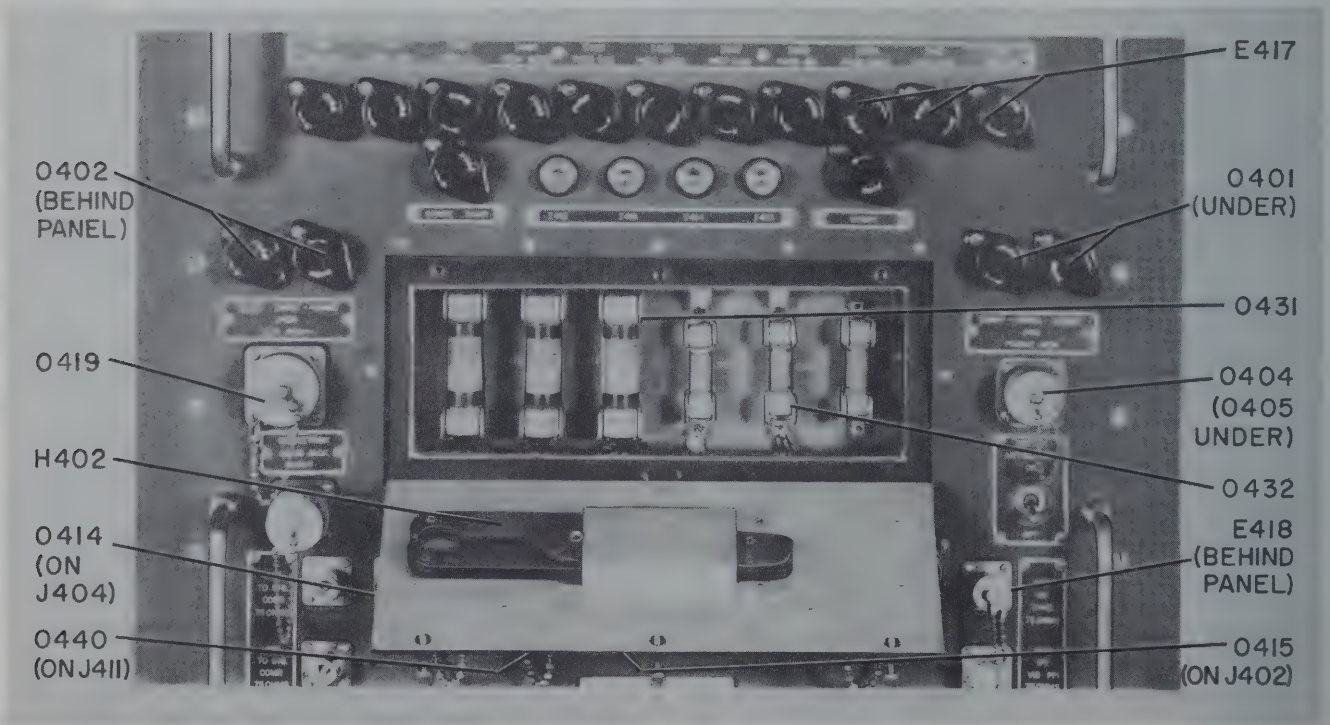

Figure 7—64. Power Supply Component Locations
n. Using the TS-452/U wavemeter marker, measure the center frequency and bandwidth at the —3-db points. The scope pattern should be essentially that of figure 7—68, with a bandwidth of 4 ± 0.75 Mc and a center frequency of 60 ± 1 Mc.